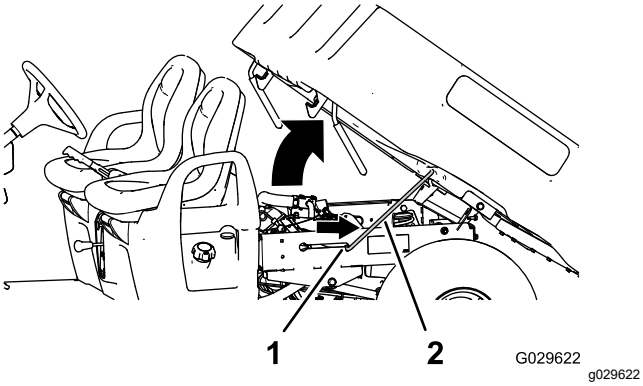

Figuur 13
2. Zet de steunstang in de borgsleuf om de laadbak vast te zetten (Figuur 13).
2. Neem de steunstang uit de palopening (Figuur 13).
3. Laat de bak neer tot hij stevig vergrendeld is (Figuur 13).